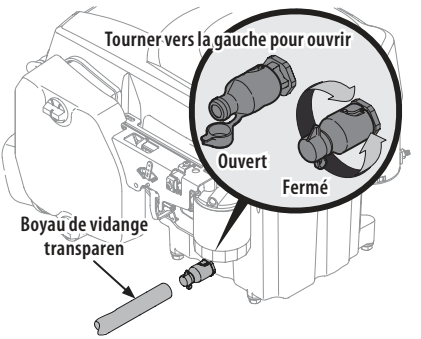

Fig. 35
4. Retirez le capuchon protecteur de la soupape de vidange (Fig. 35).